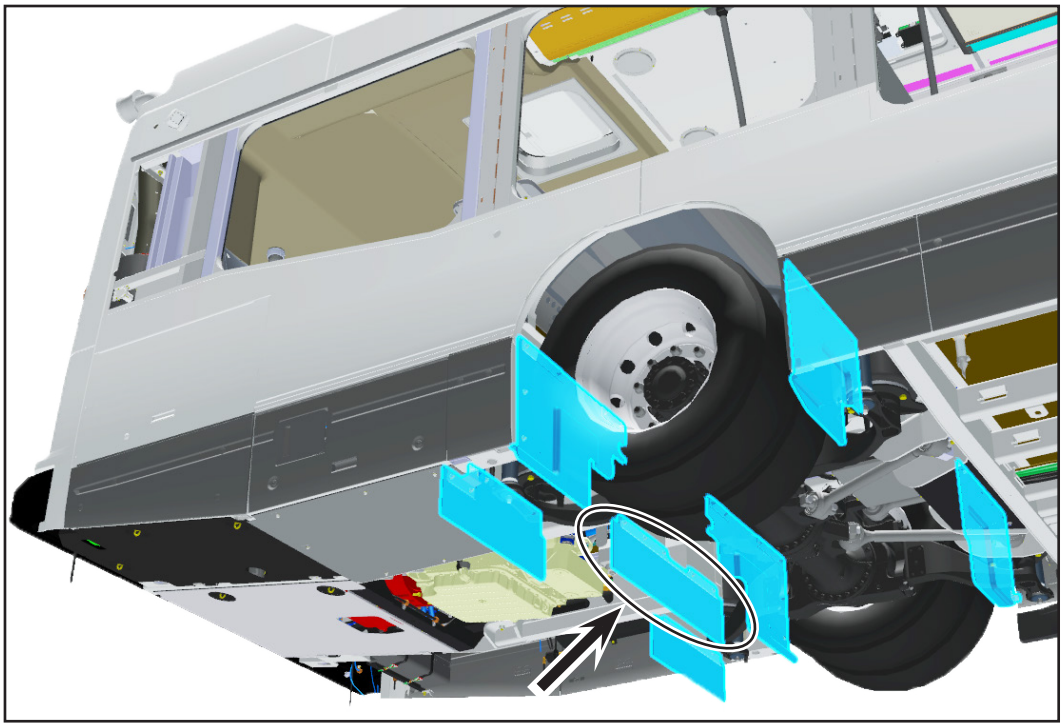

Figure 14 - Remove the Center Mud Flap
1.68. Remove the center mud flap (may be reinstalled for the winter months). See Figure 14.